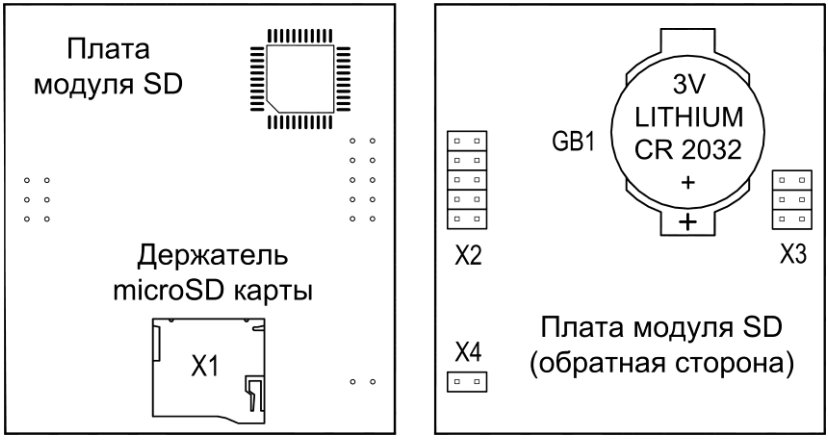

Рис.10 Плата модуля SD
Внимание! Все действия необходимо производить аккуратно, чтобы не повредить электронные компоненты на платах сигнализатора и модуля SD. При работе с платой сигнализатора не касаться руками объектива фотокамеры и пироэлемента (находится под линзой). При установке модуля SD на место, внимательно следить за правильностью подключения разъёмов X2, X3 и X4 (рис.10) к плате сигнализатора (все штырьки должны быть подключены!).
- отсоедините плату модуля SD от платы сигнализатора (подключена с помощью разъёмов X2, X3 и X4 – см. рис.10). На обратной стороне платы модуля SD расположена батарея питания часов реального времени (рис.10);